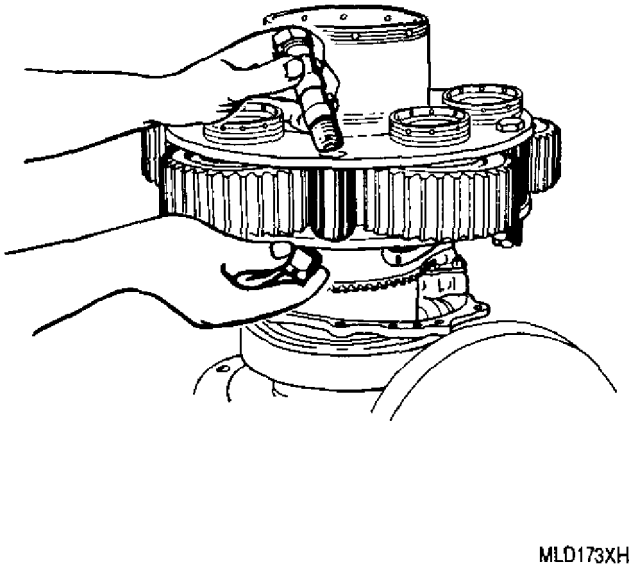

Figure 25. Installing Muted Bolt and End Slotted Spanner Nut
(3) Install muted bolts (35, figure 8) with thread end down, install cup washers (36) and end slotted spanner nuts (37) (figure 25).